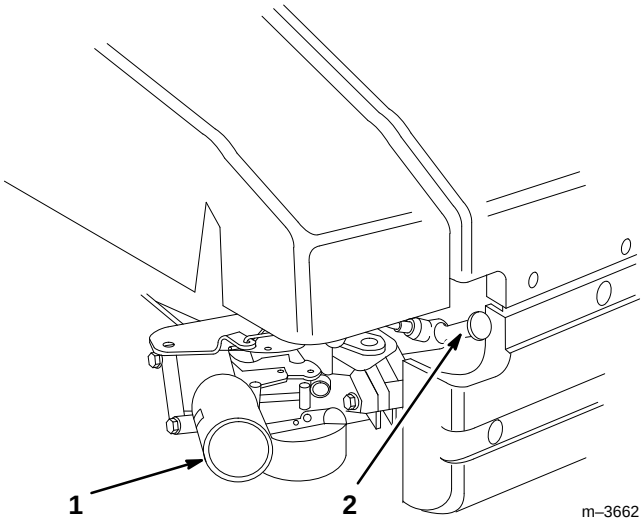

Figure 9
3. Connect spark plug wire (if disconnected) (Fig. 9).
1. Push spark plug wire onto spark plug (Fig. 9).
3. Move ground speed control to (N) (NEUTRAL).
4. Push primer three (3) times (Fig. 9). **Wait about two (2) seconds between each push.**